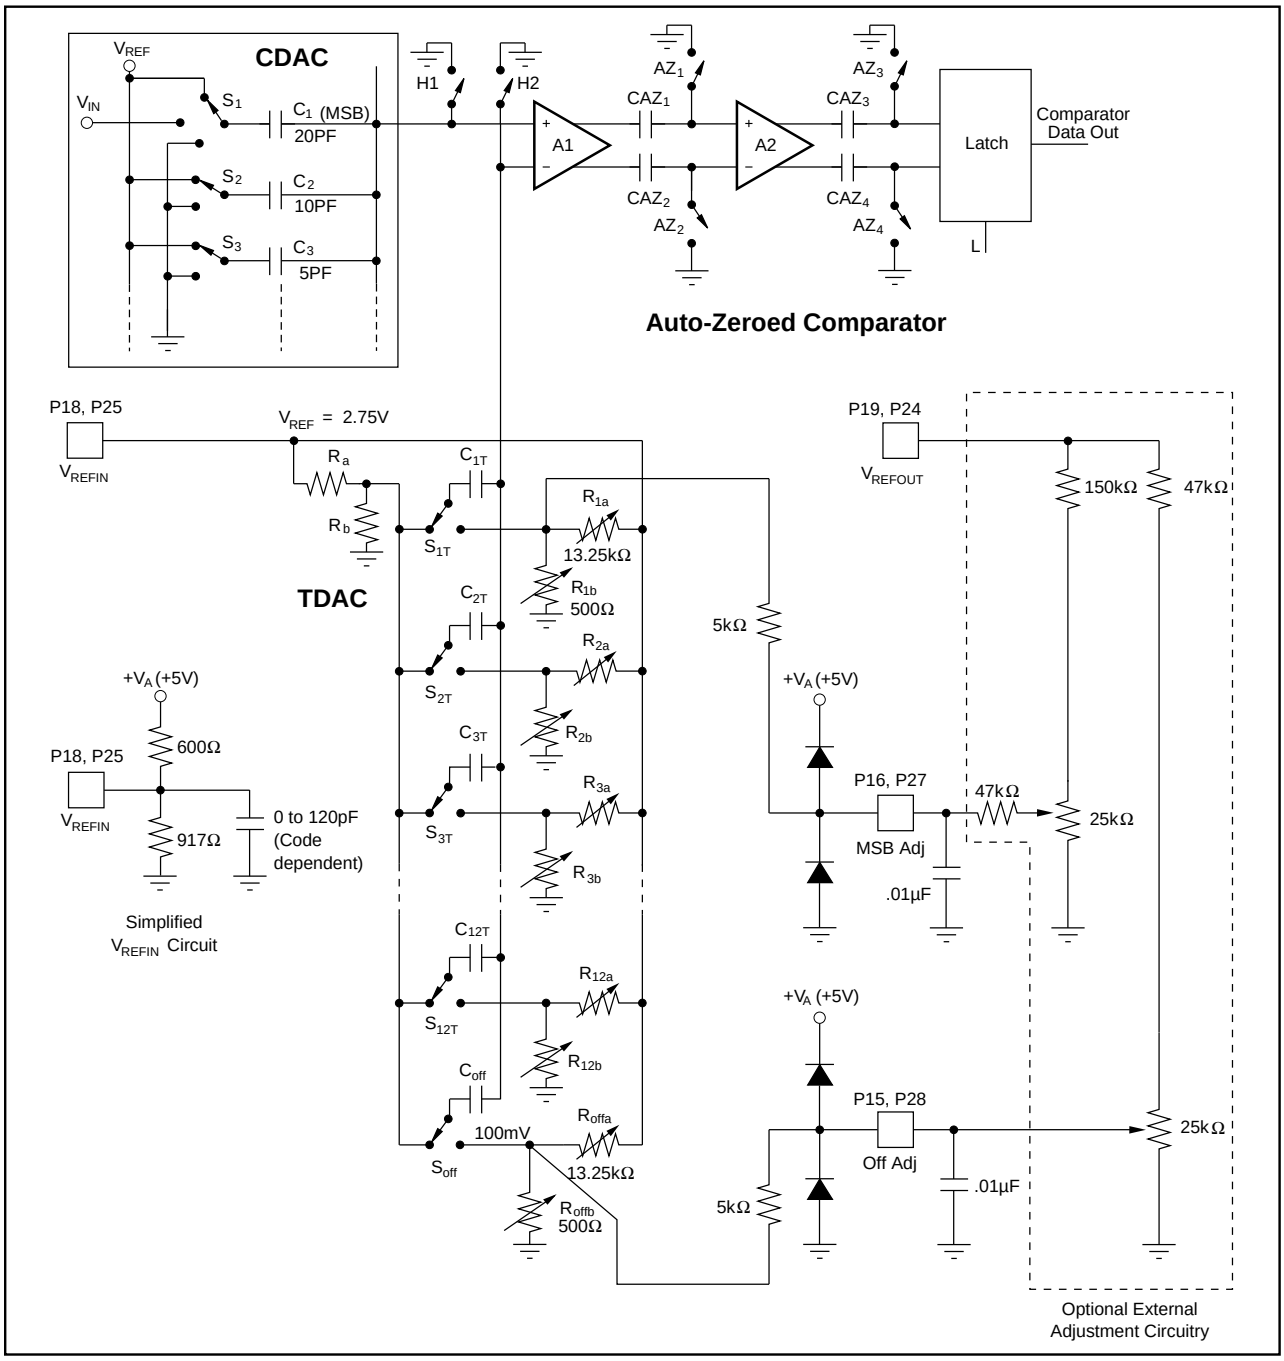
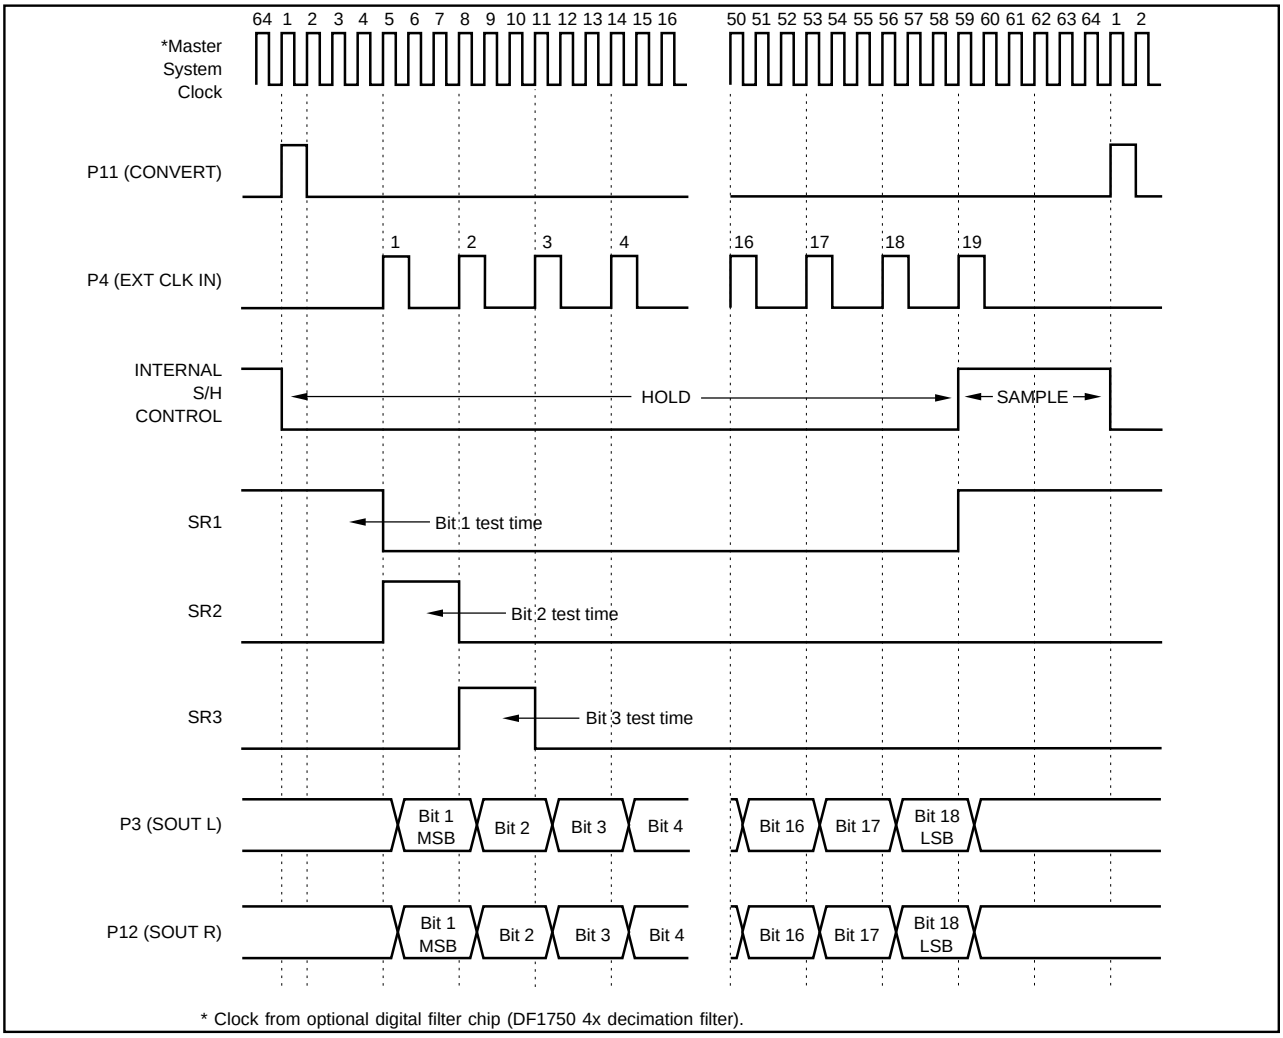

FIGURE 1. PCM1750 Simplified Circuit Diagram.
FIGURE 2. PCM1750 Input/Output Timing Diagram.
NOTES: (1) Binary Two's Complement coding. (2) The PCM1750 is tested and guaranteed at 5.2µs, however it will operate at 4.5µs. The dynamic performance is not guaranteed or tested at this conversion rate. (3) Ratio of $Signal_{RMS}$ / ($Distortion_{RMS}$ + $Noise_{RMS}$). (4) A/D converter sample frequency (4 x 48kHz; 4X oversampling per channel). (5) A/D converter input frequency (signal level). (6) Referred to input signal level. (7) Ratio of ($Distortion_{RMS}$ + $Noise_{RMS}$) / $Signal_{RMS}$. (8) Externally adjustable to zero error. (9) Differential non-linearity error at bipolar major carry input code. Externally adjustable to zero error. (10) Full scale range (5.50V). (11) Refer to equivalent circuit in Figure 1. (12) Worst case operating condition. Refer to typical performance curves.
After each conversion, the dual ADC returns to the SAMPLE mode in order to track the input signals. The switches shown in the simplified circuit diagram of Figure 1 will then be in the following states: S1 connects V_{IN} to C1 ; S2 to S18 connect C2 to C18 to V_{REF}; H1 and H2 connect the top plates of the capacitor arrays to analog common; and the latching comparator is switched into its auto-zero mode by closing AZ1 to AZ4. Notice that C1 serves two purposes: it samples and stores the input signal V_{IN} and it is the MSB of the CDAC. Storing V_{REF} on C2 to C18 creates a bipolar offset, enabling V_{IN} to cover a span from $-V_{REF}$ to $+V_{REF}$.
occurs during the SAMPLE period (see the timing diagram shown in Figure 2). These errors are stored on the AC coupling capacitors (CAZ1 to CAZ4, shown in Figure 1) between the gain stages. During the SAMPLE period the inputs to gain stages A1 and A2 and the latch are grounded by switches H1, H2, and AZ1 to AZ4. Capacitors CAZ1 and CAZ2 track the amplified offset voltage of gain stage A1 and capacitors CAZ3 and CAZ4 do the same for A2. At the beginning of a conversion cycle, the autozeroing switches open and the instantaneous amplified value of both the DC offset voltage and the low-frequency flicker noise is stored on the coupling capacitors to produce zero comparator offset during a conversion cycle.
The timing diagram in Figure 2 illustrates the successive approximation routine of the PCM1750. Control signals CONVERT and CLK are derived from a master system clock which comes from a $256f_S$ (256 X the base sampling frequency of 48kHz) clock used by the optional digital filter. There are 64 clocks shown in the timing diagram because the PCM1750 is shown operating at 4 times the standard 48kHz sample rate (192kHz).
Several events occur on the rising edge of the CONVERT command. Switches AZ1 to AZ4, H1 and H2 open and switch S1 reconnects the MSB capacitor, C1, from V_{IN} to analog common (see Figure 1). This terminates the comparator auto-zero cycle and simultaneously switches (co-phase sampling) both converters from tracking their respective input signals into the HOLD mode, thus capturing the instantaneous value of V_{IN} (with a small delay specified as the aperture time).
For example, the testing of bit-2 proceeds in the following manner. The positive pulse from the second shift register element SR2, (see Figure 2 and 4) is applied to the bit-2 data latch and NOR gate. The NOR gate in turn drives S2 and switches bit-2 at the beginning of the bit-2 test interval. Note that the bit interval must be long enough to allow both the comparator input to settle and the comparator to respond. On
Notice from the timing diagram in Figure 2 that the successive approximation algorithm operates synchronously with an external clock to minimize digitally-coupled switching noise from corrupting either the sample-to-hold operation or the critical comparator bit decisions. The two serial output data streams are derived synchronously from the respective latched comparator outputs and are available after a delay of one CLKIN cycle as illustrated in Figure 2. The serial output driver cells are TTL and CMOS compatible.
Operation of the TDAC (trim DAC), which is laser trimmed at the wafer level, is described using bit-1 as an example. Switch S1T (see Figure 1) operates between two voltage levels—a reference level set by voltage divider Ra, Rb and a laser trimmable level set by R1a, R1b. The differences of these two levels is coupled by capacitor C1T to the minus input of the comparator to generate a correction voltage for